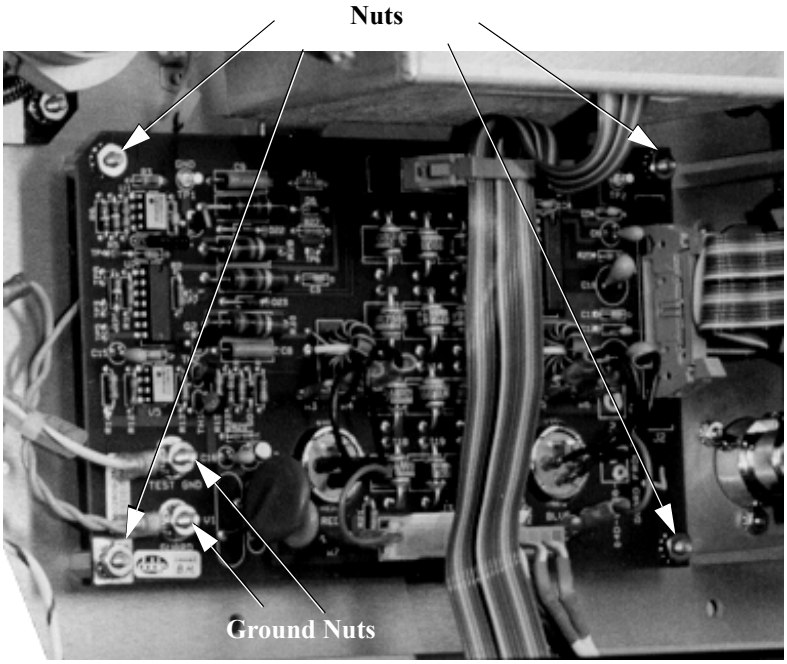

Figure 4.31 Guard Front Panel Board, Nut Locations
2. Remove six #8 nuts (Figure 4.31) that secure the Guard Front Panel Board to the Front Panel Assembly using a 11/32” socket wrench. The nuts are located at the corners of the board.
3. Remove two #8 nuts (Figure 4.31) that secure the ground connectors to the Guard Front Panel Board. Move the connectors off the board.